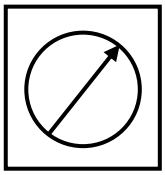

FIGUUR 4.14
4.14 Identifiseer die simbool van die hidrouliese komponent in FIGUUR 4.14 hieronder.